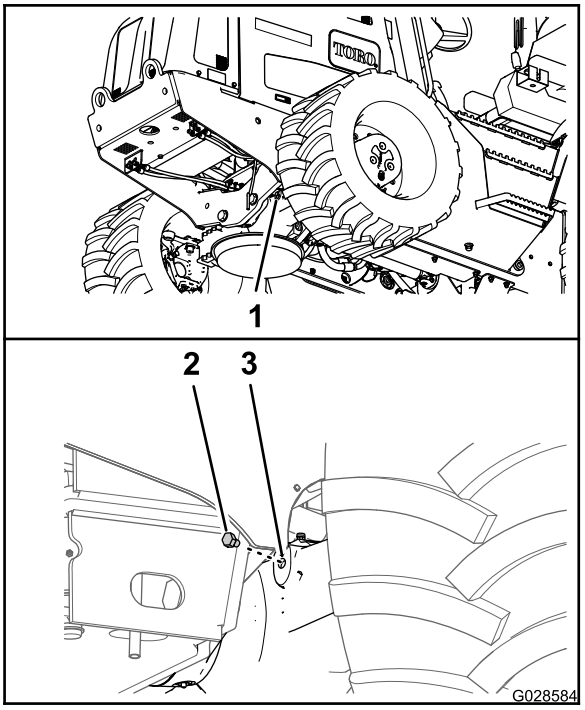
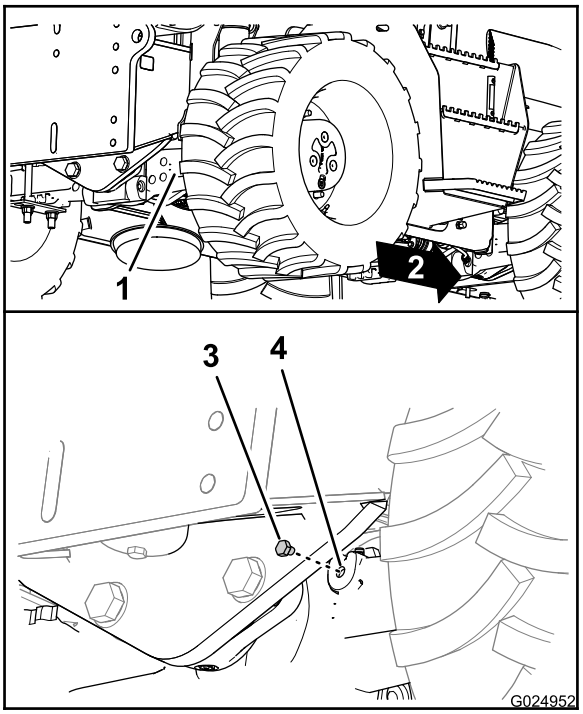

Figura 85
Figura 86
2. Retire los tapones de la mirilla de la caja de piñones del eje (Figura 85 y Figura 86).
3. Mire a través de la mirilla, y compruebe que el nivel de aceite del eje llega a la parte inferior de la rosca del orificio (Figura 85 y Figura 86).
6. Instale el tapón en la mirilla del alojamiento del piñón del eje (Figura 85 y Figura 86)